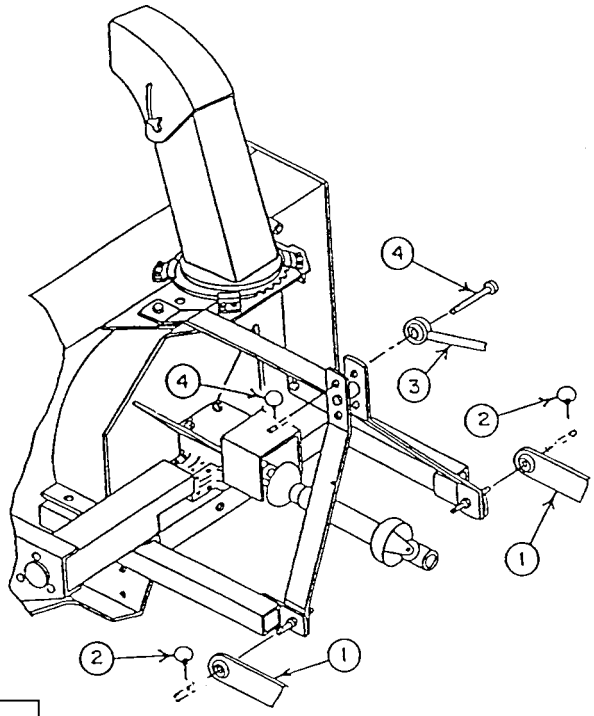

Figure 5
1. Fixez les bras d'attache inférieurs du tracteur (fig.5, item 1) aux fers plats de la souffleuse se servant des goupilles d'attache et fixez avec des goupilles à anneau (fig.5, items 2).
2. Installez l'attache supérieure du tracteur (fig.5, item 3) dans le trou supérieur des fers plats de la souffleuse en utilisant la goupille et la goupille à anneau du tracteur (fig.5, items 4).
2. Détachez le bras ajustable supérieur en retirant la goupille à anneau et la goupille du bras ajustable (fig.5, items 4).
4. Délicatement, détachez les bras ajustables inférieurs (fig.5, items 1) en retirant les goupilles à anneau (fig.5, items 2) et desserrer les bras anti-oscillement.